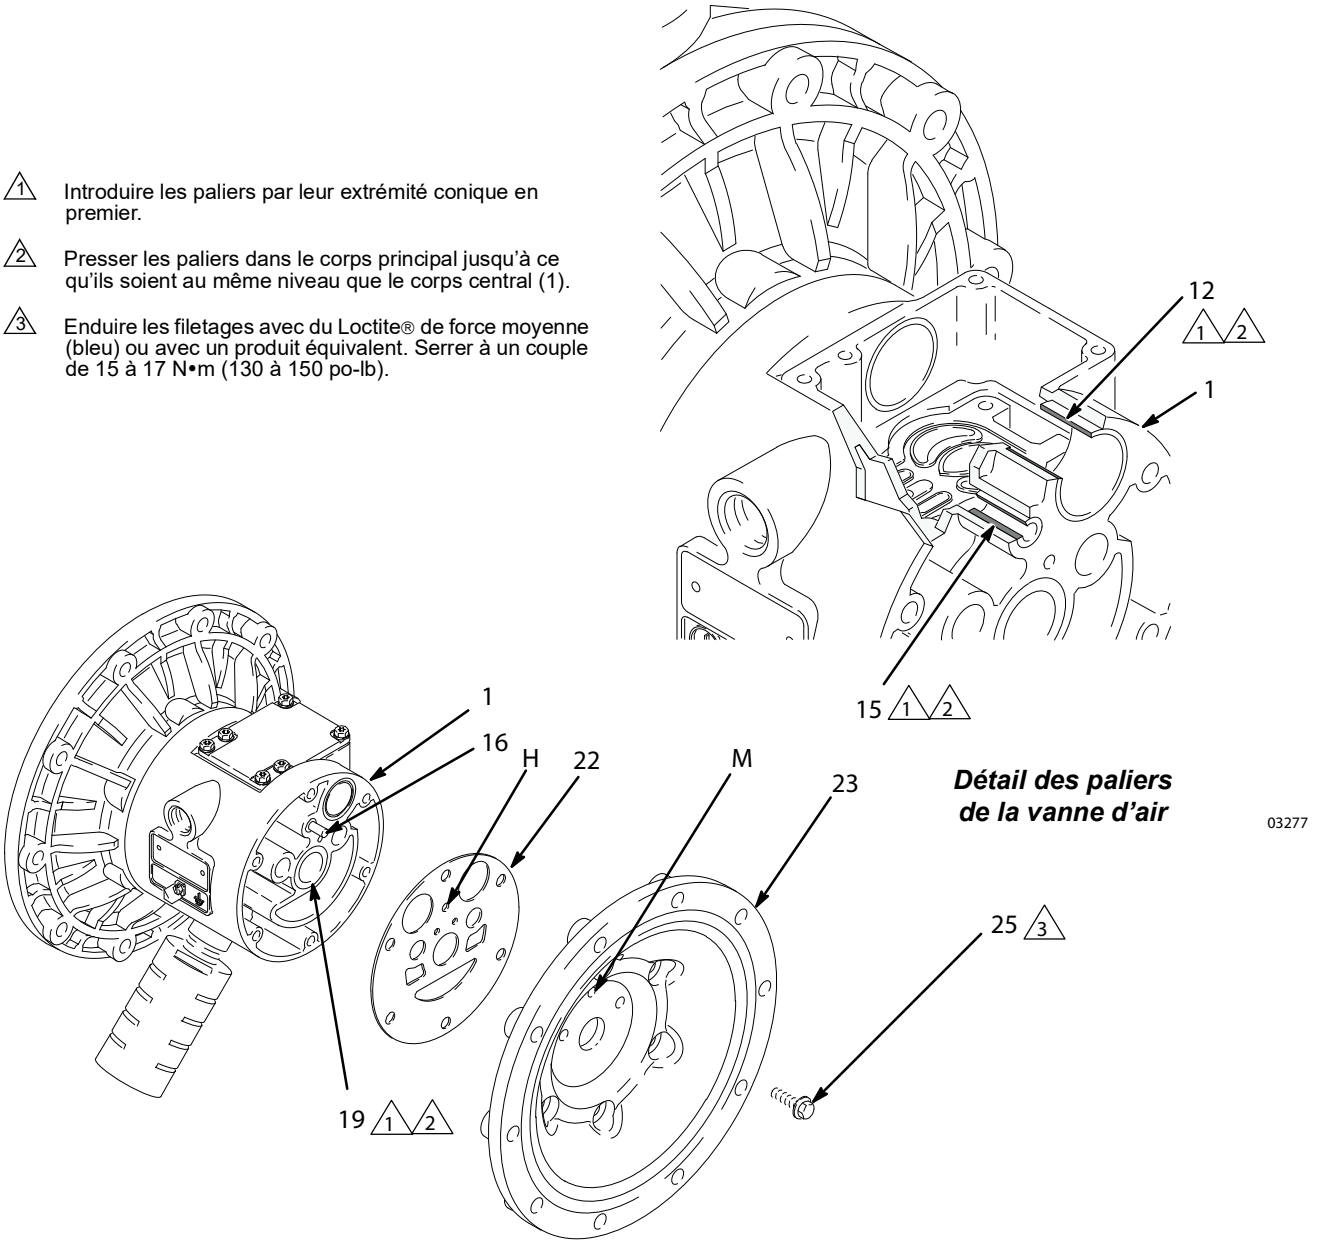

Fig. 14.
5. Avec une clé à douille de 10 mm, déposer les vis (25) qui attachent les couvercles d'air (23) sur le corps central (1). Voir FIG. 14.
6. Enlever les joints (22) des couvercles d'air. Toujours remplacer les joints par des nouveaux.
7. Utiliser un enlève-palier pour sortir les paliers (19) de l'axe de membrane, les paliers (12) de la vanne d'air ou les paliers (15) de la tige de commande. Ne pas enlever les paliers qui ne sont pas endommagés.
1. S'ils ont été enlevés, remettre les joints en coupelle (402) de l'axe, de sorte que les lèvres ***sortent*** du boîtier (1).
2. Les paliers (19, 12 et 15) sont coniques et peuvent uniquement être mis dans un sens. Introduire les paliers dans le corps central (1), ***le bout conique en premier***. Avec une presse, un bloc et un maillet en caoutchouc, enfoncer le palier jusqu'à ce qu'il soit encastré dans le corps central et au même niveau que la surface du corps central.
4. Mettre le nouveau joint (22) du couvercle d'air, de sorte que l'axe de commande (16) qui dépasse du corps central (1) s'introduit exactement par le trou (H) dans le du joint.
5. Enduire le filetage des vis (25) de Loctite® moyenne force (bleu) ou d'un produit équivalent. Aligner le couvercle d'air (23) de sorte que l'axe de commande (16) entre dans le trou du milieu (M) des trois petits trous à côté du centre du couvercle. Mettre les vis (25) et les serrer à la main. Voir FIG. 14. Avec une clé à douille de 10 mm, serrer les vis à l'opposé et de manière uniforme à un couple de 15 à 17 N•m (130 à 150 po-lb).